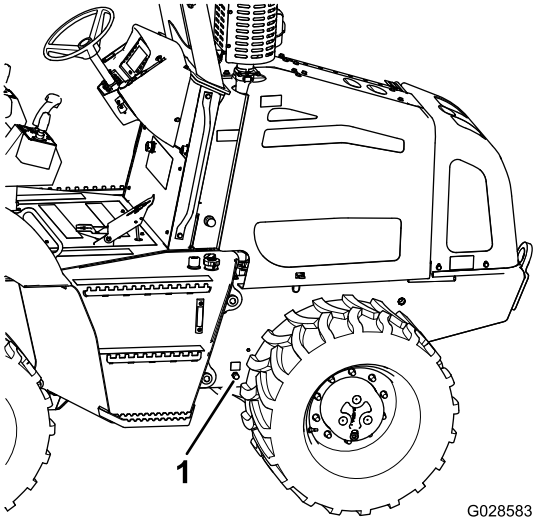

Figura 63
4. Coloque un recipiente de vaciado con capacidad mínima de 20 l debajo del orificio de vaciado de aceite del motor (Figura 63).
5. Retire el tapón del orificio de vaciado y deje que el aceite del motor drene por completo (Figura 63).
7. Coloque el tapón en el orificio de vaciado (Figura 63).
1. Retire el tapón de llenado de aceite de la tapa de la válvula, girando la tapa y tirando de ella hacia arriba (Figura 63).